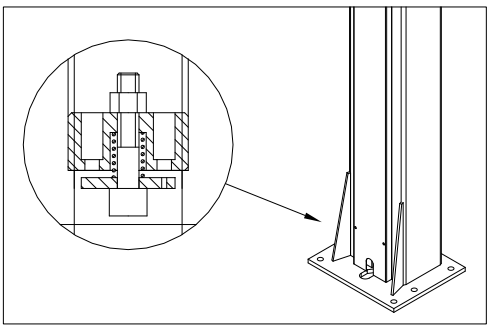

Abb. 12
• Bei einer plötzlichen starken Leckage im Hydraulikkreis (Schlauchbruch) sprechen die Sperrventile unten an jedem Zylinder an (Abb. 12).